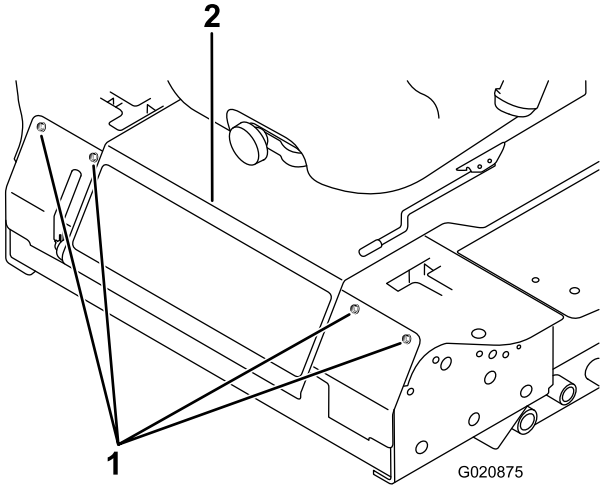

**Rysunek 50**
2. Usuń śruby mocujące panel przedni i zdejmij go (Rysunek 50).